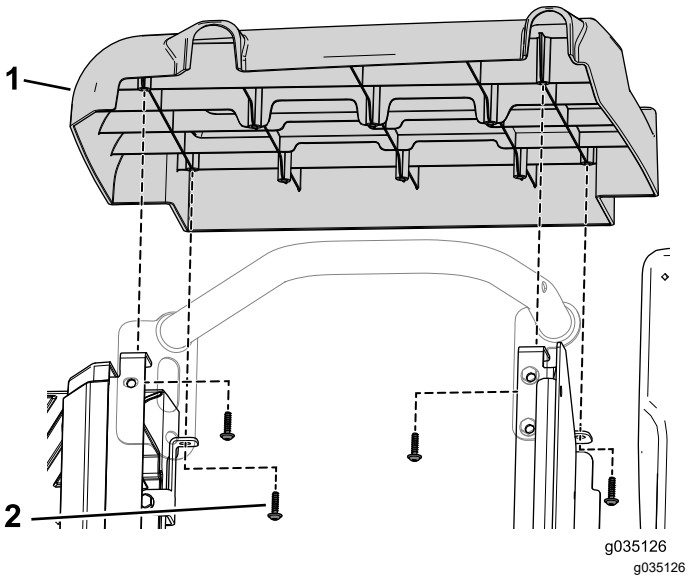

Rysunek 9
1. Odkręć 4 śruby samogwintujące mocujące prawy panel boczny do maszyny (Rysunek 9).
3. Zamocuj prawy panel z wykorzystaniem 4 śrub samogwintujących odkręconych wcześniej (Rysunek 9).